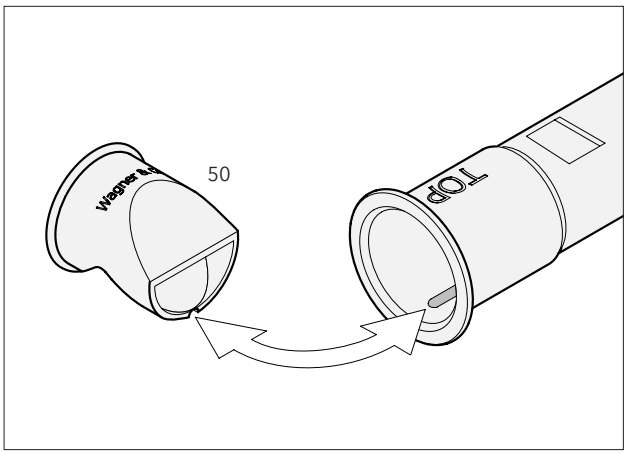
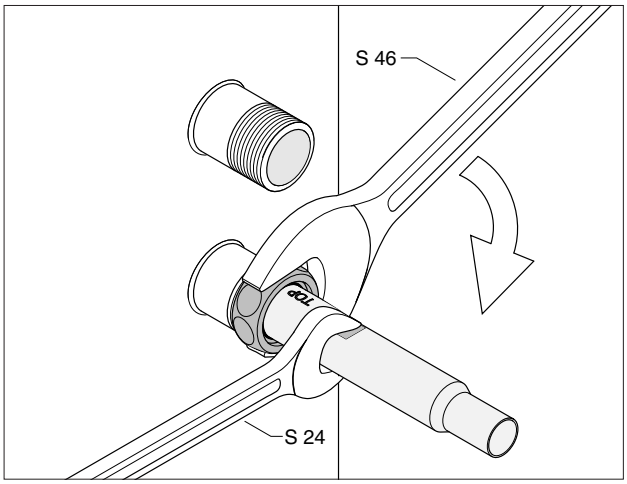

*Abb. 25 Einführen der Konvektionsbremse CONVECTROL III (**50**) in die Kombitülle nach dem Nut-Feder-Prinzip.*
*Abb. 26 Anschluss einer Kombitülle am Speicherstutzen: Flachdichtung einlegen, Kombitülle ausrichten (TOP = oben) und beim Fixieren an Kombitülle gegenhalten.*
- Zur Reduzierung von Speicherverlusten werden flachdichtende Kombitüllen mit Konvektionsbremse (CONVECTROL III) empfohlen (Abb. 25). Beim Verschrauben der Kombitüllen ist auf ein korrektes Ausrichten sowie Gegenhalten der Kombitüllen zu achten (Abb. 26).
- Den Primärkreis-Vorlaufanschluss bis zum obersten seitlichen Stutzen des Speichers verrohren. Nötigenfalls Entlüfter einbauen. Zur Verminderung von Speicherverlusten sollte speicherseitig eine Konvektionsbremse CONVECTROL III eingebaut werden (vgl. Abb. 25 und Abb. 26).